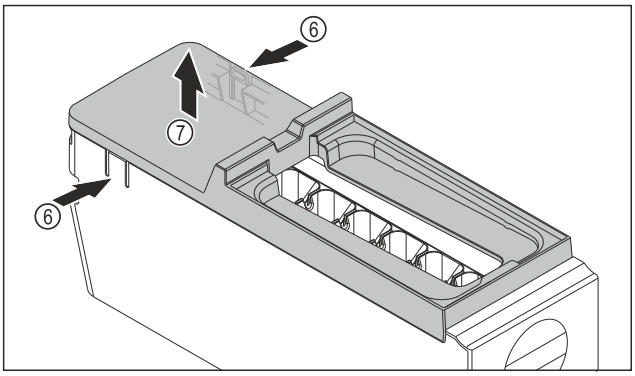

Fig. 183
▶ Retirer le couvercle du corps de l'EasyTwist-Ice : D'une main, pousser les languettes *Fig. 183 (6)* des deux côtés du corps de l'EasyTwist-Ice.
▶ De l'autre main, retirer le couvercle *Fig. 183 (7)* vers le haut.